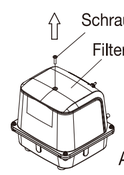

Abbildung 1
① Vergewissern Sie sich, den Netzstecker aus der Steckdose zu ziehen, bevor Sie mit der Arbeit beginnen.
② Entfernen Sie die Schraube mit dem Schraubendreher wie in der Abbildung 1 dargestellt.